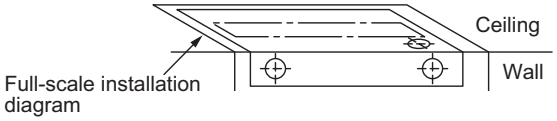

Fig. 2-77
(1) Place the full-scale diagram (supplied) on the ceiling at the location where you want to install the indoor unit. Use a pencil to mark the drill holes (Fig. 2-77).